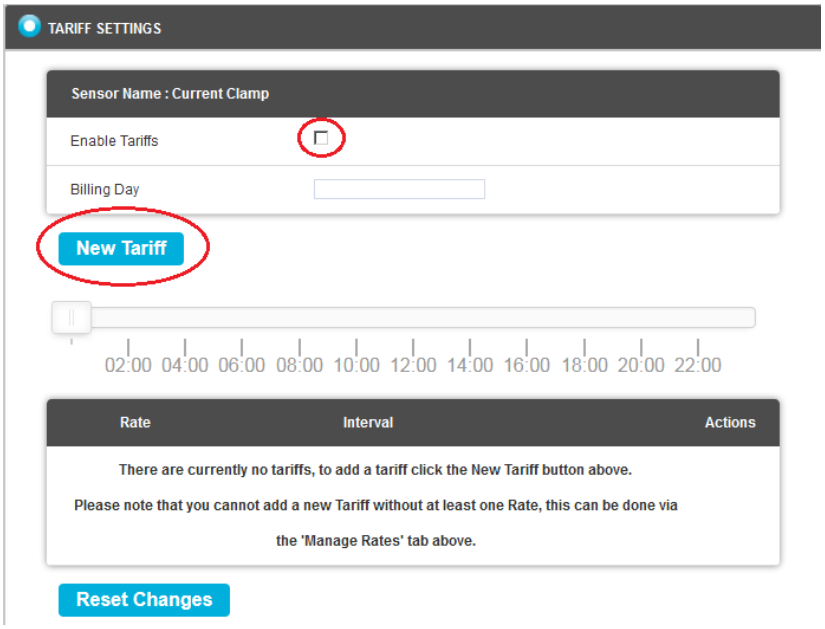

Figure 37
➢ The **TARIFF SETTINGS** pane is displayed. See Figure 37 below:
* See Figure 37 above.